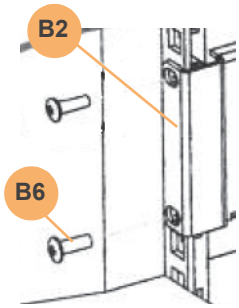

Figure 3.7
2. Align the two holes in the back of the adjustable mounting rail with the holes in the cabinet's vertical fixing rail *(see Figure 3.7)*.